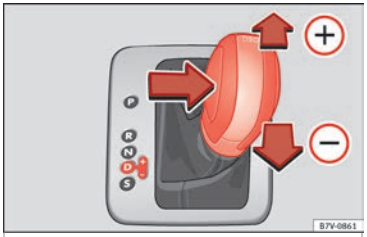

Fig. 204 Selector lever in Tiptronic position (left-hand drive vehicles). The lay-out in right-hand drive vehicles is symmetrically opposed.
- Press the lever forwards ⊕ or backwards ⊖ to move up or down a gear ››› Fig. 204.